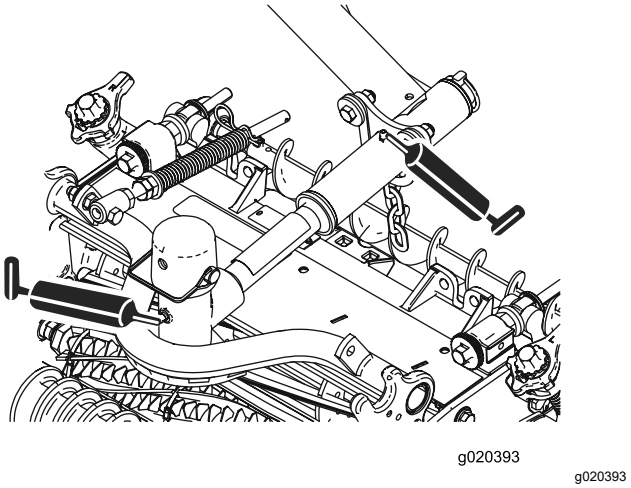

Figur 51
- Klippeenhedens drejetapper (2 hver). Se Figur 51.